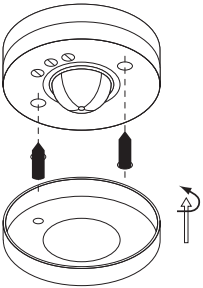

Рисунок 6. Схема монтажа датчиков ДДП-01, ДДП-02, ДДП-03, ДДП-04, ДДП-05
- снять крышку датчика, повернув ее против часовой стрелки – рисунок 6 (для ДДП-04: снять крышку вверх, приложив небольшое усилие);
- прикрепить датчик к монтажной поверхности (потолку) при помощи двух дюбелей и саморезов (рисунок 6);